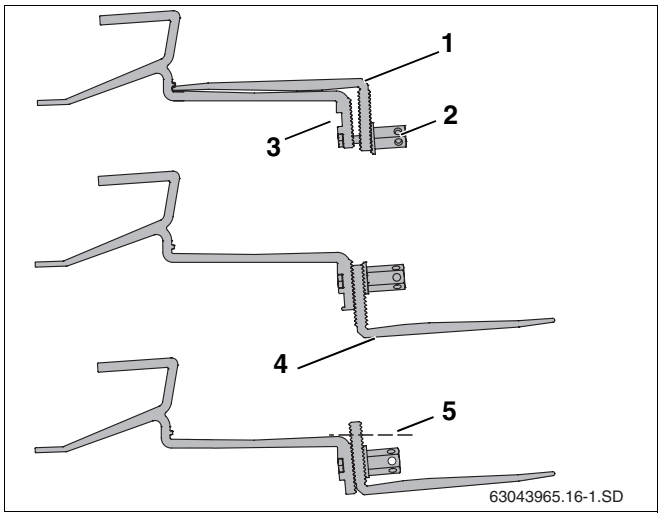

Abb. 14 Dachhaken auf Sparren befestigen
Bei einigen Dacheindeckungen kann es notwendig sein, den Dachhaken am Unterteil (Abb. 14, **Pos. 4**) mit Brettern/Bohlen zu unterfüttern, damit der Dachhaken oben auf der Pfanne aufliegt.
- Lange Sechskantmutter (Abb. 14, **Pos. 2**) lösen.
- Schraube ins obere Loch (Abb. 14, **Pos. 3**) stecken.
- Dachhaken-Unterteil (Abb. 14, **Pos. 1**) lose befestigen. Die Verbindung noch nicht fest anziehen.